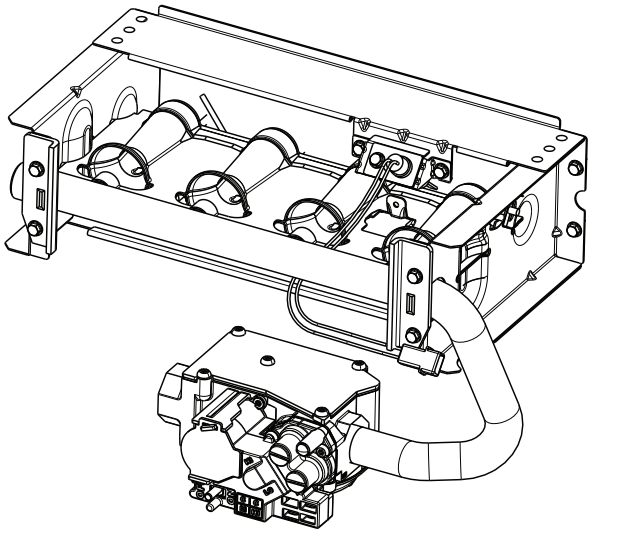

**Fig. 2 - Burner Assembly / Manifold Assembly / Gas Valve**
**NOTE**: Use a back-up wrench on the gas valve to prevent the valve from rotating on the manifold or damaging the mounting to the burner box. See Fig. 2.